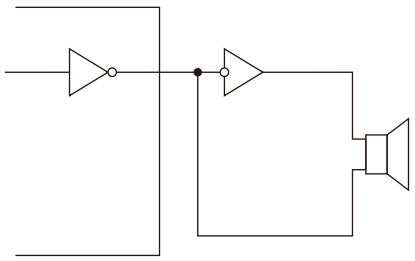

Fig. 2 Example of BTL Drive Circuit by 1-port Output IC for Buzzer
(2) In a case that is driven by IC directly like as Fig. 2, input voltage of Piezoelectric sound components should be twice as high because of the BTL (Bridge Tied Load) drive circuit, which includes an inverter.